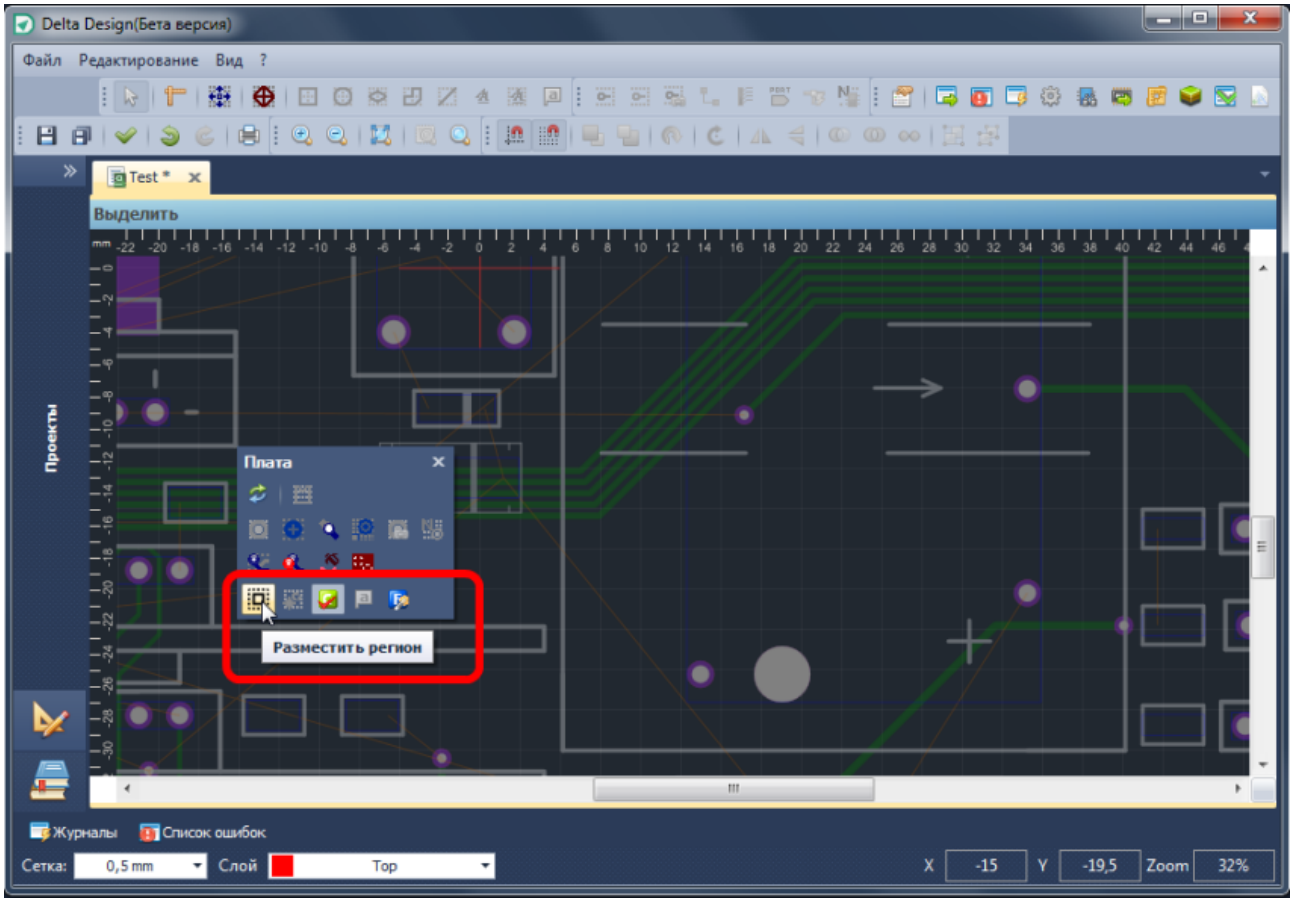

Рис. 713. Включение инструмента «Разместить регион»
1. Включить инструмент «Разместить регион», с помощью панели инструментов, контекстного меню, см. Рис. 713.